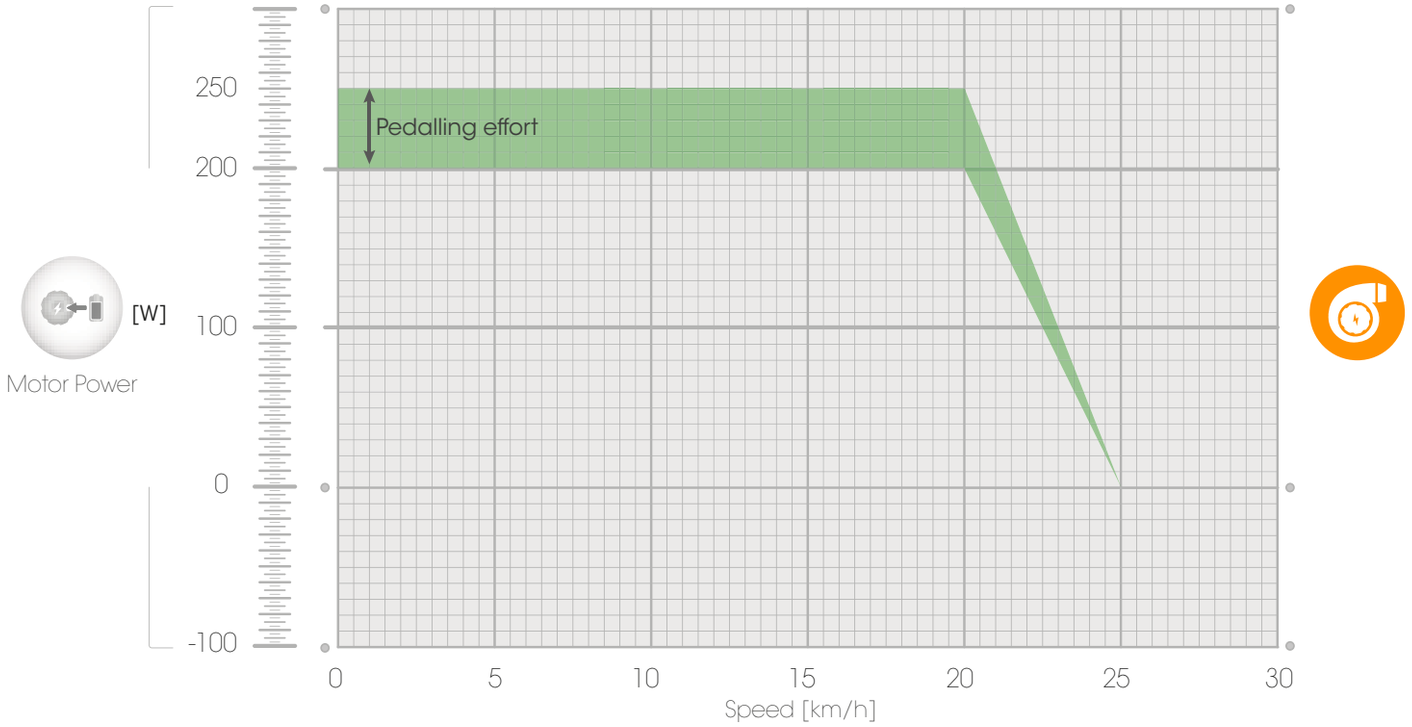

Abbildung 10: Motorunterstützung im Turbo Power Modus
- Turbo (Abbildung 10): dieser Power Modus entspricht einem normalen Pedelec (Elektrisch unterstütztes Fahrrad). Der Motor unterstützt Sie bis 25 km/h und mit einer maximalen Leistung von 250 W, abhängig von der Geschwindigkeit des Fahrrades und Ihrer Tretleistung. Mit diesem Power Modus kommen Sie bis zu 35 km weit*.